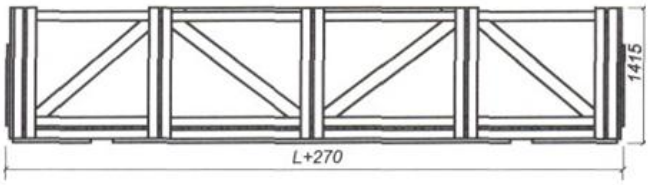
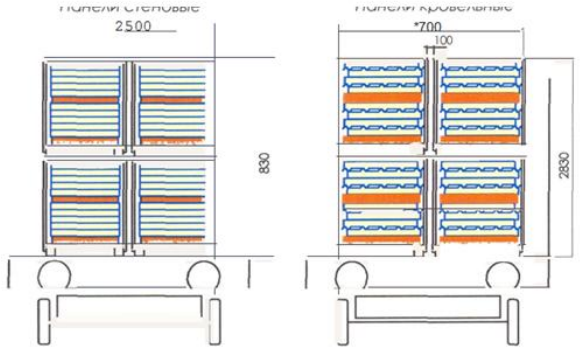

Рис. 4. Вид упаковки пачек панелей в деревянной обрешетке для ж/д транспорта
Рис. 5. Схема размещения панелей в обрешетке в полувагон.
1.9. Транспортировка железнодорожным транспортом. При перевозке сэндвич – панелей ж/д транспортом, пакеты панелей укладываются в деревянную тару (контейнеры) (рис. 4). Контейнеры загружаются в полувагон, связываются между собой и крепятся к вагону стальным тросом на расстоянии 2,5 м друг от друга, но не менее 2 тросов на каждый контейнер (рис. 5).